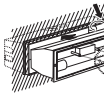

fig. 5
- Rimontare il telaio frontale ruotando sulle 2 viti tramite chiave esagonale **(fig. 5)**.
- Reassemble the front frame by tightening the 2 screws with the hexagonal key **(fig. 5)**.
- Remonter le châssis frontal agissant sur les 2 vis avec clé hexagonale **(fig. 5)**.